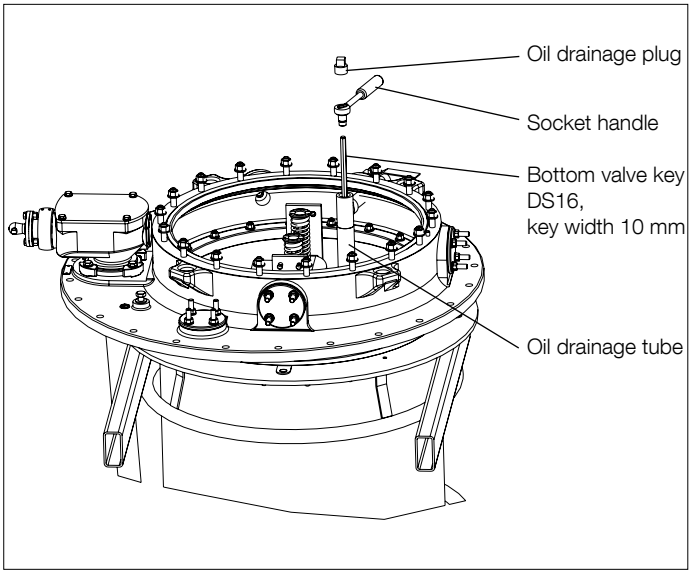

Fig. 19.
6. If the vapor phase process will be used: Remove the plug in the T-coupling for the oil drainage tube. To open the bottom valve, let the bottom valve key (DS16), slide down through the oil drainage tube, and when it has gripped the valve, rotate it in a counter-clockwise direction until it stops after approximately 6 turns; see Fig. 19. Refit the plug.
9. Mount the oil drainage tube; see Fig. 19. If a pipe wrench is used, there must be cloth protection between the wrench and the tube.
During the vapor phase process, the bottom valve of the diverter switch housing should be open. To open the bottom valve, proceed as follows; see Fig. 19: